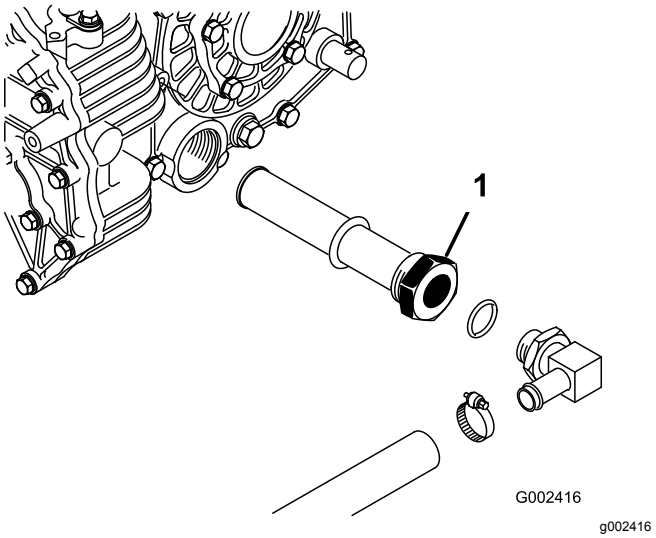

Figur 74
3. Læg mærke til hydraulikslangens retning og 90-grader-beslaget, som er tilsluttet filteret på siden af beholderen (Figur 74).